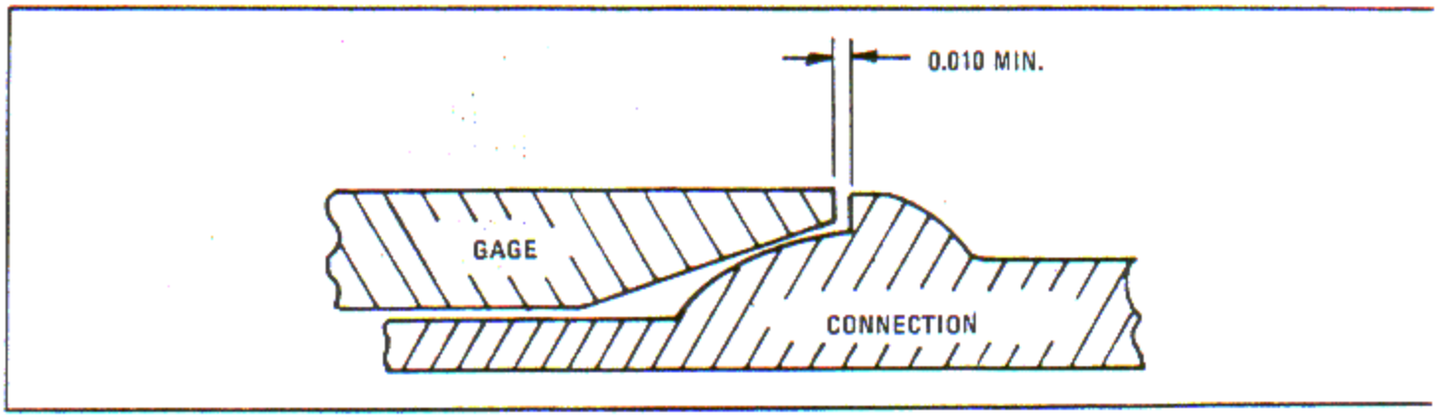

Figure 6-12. Exhaust Pipe Connection Limits
d. Place exhaust pipe connection gage, over stack end of connection and butted against the bead as shown in figure 6-12. The OD of the connection must be small enough to allow positioning of the gage. The minimum gap between the end of the gage and the lip on the bead is 0.010 inch. Perform this check utilizing both ends of the gage.
d. Place exhaust pipe connection gage over stack end of connection and butted against the bead as shown in figure 6-12. The OD of the connection must be small enough to allow positioning of the gage. The minimum gap between the end of the gage and the lip on the bead is 0.010 inch. Perform this check utilizing both ends of the gage.